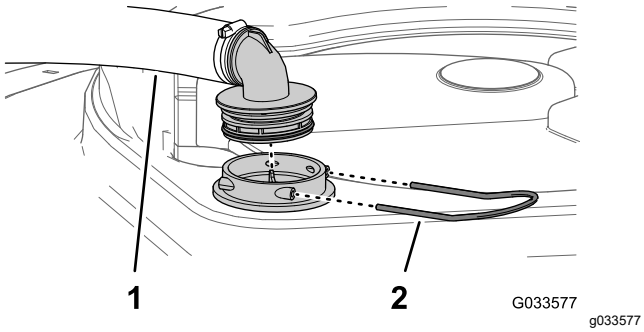

図 112
2. タンク上部で、フィルタハウジングからの太いホースについているフィッティングを固定しているリテーナを外す 図 112。
3. フィルタハウジングからホースとフィッティングを取り外す図 112。